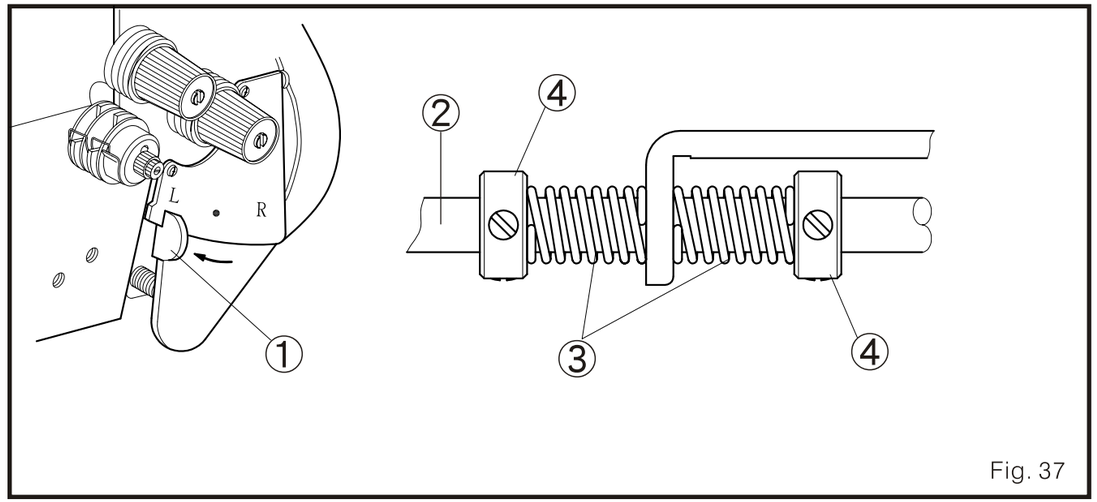

Fig. 37
3. Ajuste la presión del resorte de la barra conector (Fig. 37)